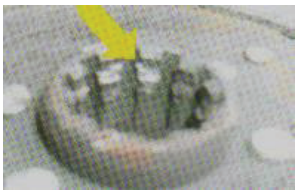

Рис. 3-2
3. Возможные причины неработоспособности сцепления, связанные с ведомым диском (рис. 3-2)